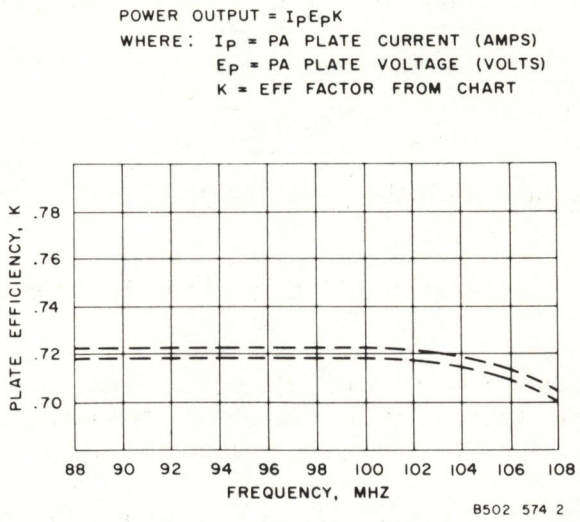

Figure 5-4. 831G-2/831G-2B Amplifier Efficiency Vs Frequency Graph.
u. Using an insulated screwdriver, adjust PA BIAS ADJ resistor A18R35 for proper output currents. The PA grid drive level determines the amount of bias required, and with higher drive levels an increase in bias results in greater amplifier efficiency. Compare the efficiency with the efficiency graph in figure 5-4.